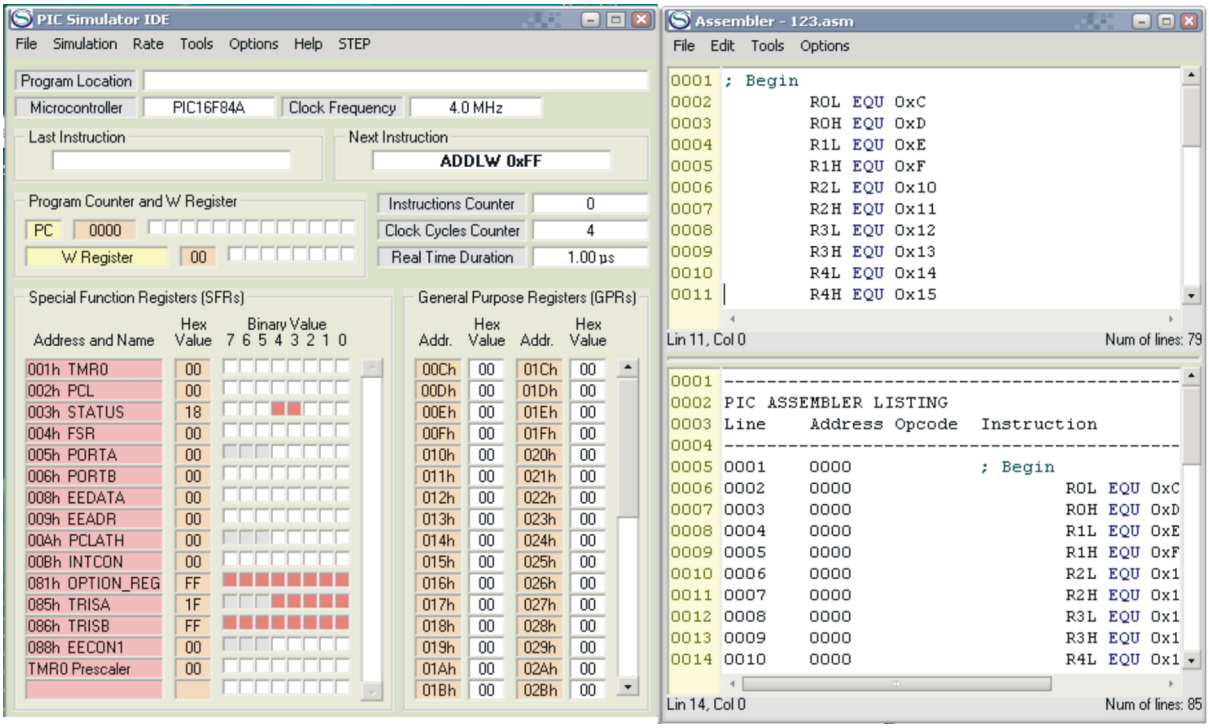

Рис. 6 Вигляд екрану з програмою
6. Натиснути Tools і у вікні, що розкриється – Assemble. В нижній половині вікна Assembler з'явиться лістинг відкомпільованого файлу (рис. 6);
3. З вікна з програмою (рис. 6) для команд за таблицею команд асемблера для PIC-контролера (табл. 3) записати коментар щодо призначення цих команд відповідно до наведеного нижче прикладу: